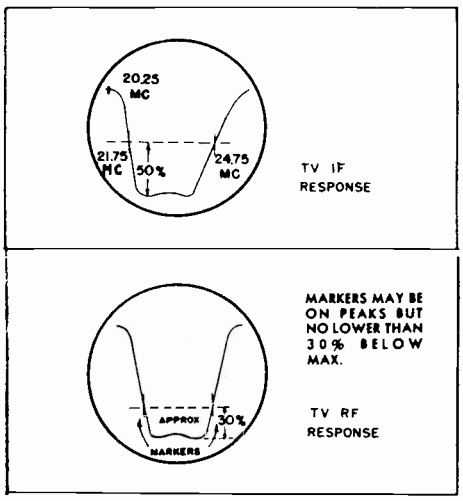

FIG. 5. RECOMMENDED RESPONSE CURVES.
13. Feed I-F Sweep, and observe response on 'scope. (See Fig. 5.) Use marker frequencies 20.25, 21.75 and 24.75 MC.
14. If response does not approximate that shown in Fig. 5, repeat steps 4 to 9, making sure that frequencies are precise, and that the Signal Generator ouput voltage is kept low. Continue with steps 10 to 13. A slight touch-up of individual slugs may be required to approximate the recommended curve of Fig. 5.